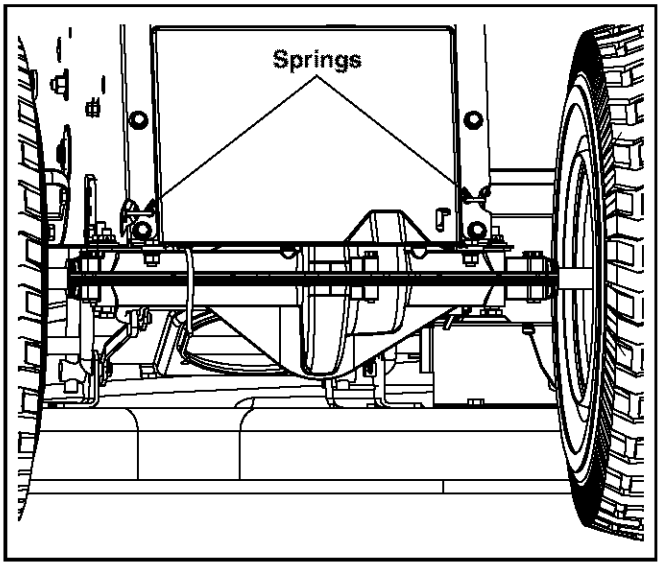

Figure 32
- Using a spring puller (*MTD* Part No. 732-0571)or other suitable tool, disconnect the two springs which are attached to the rear portion of the tractor frame. See to Figure 32.